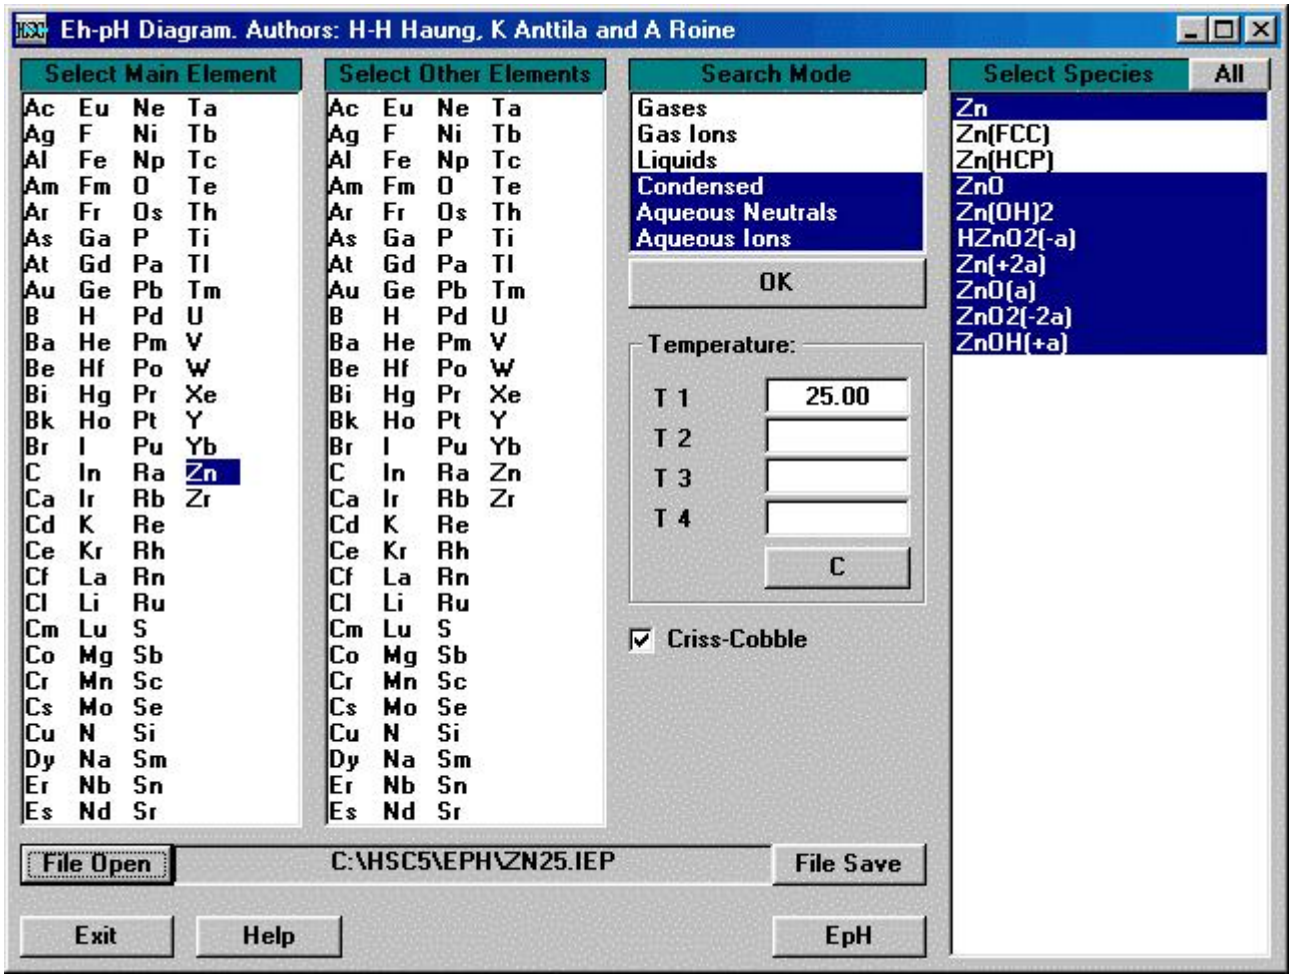
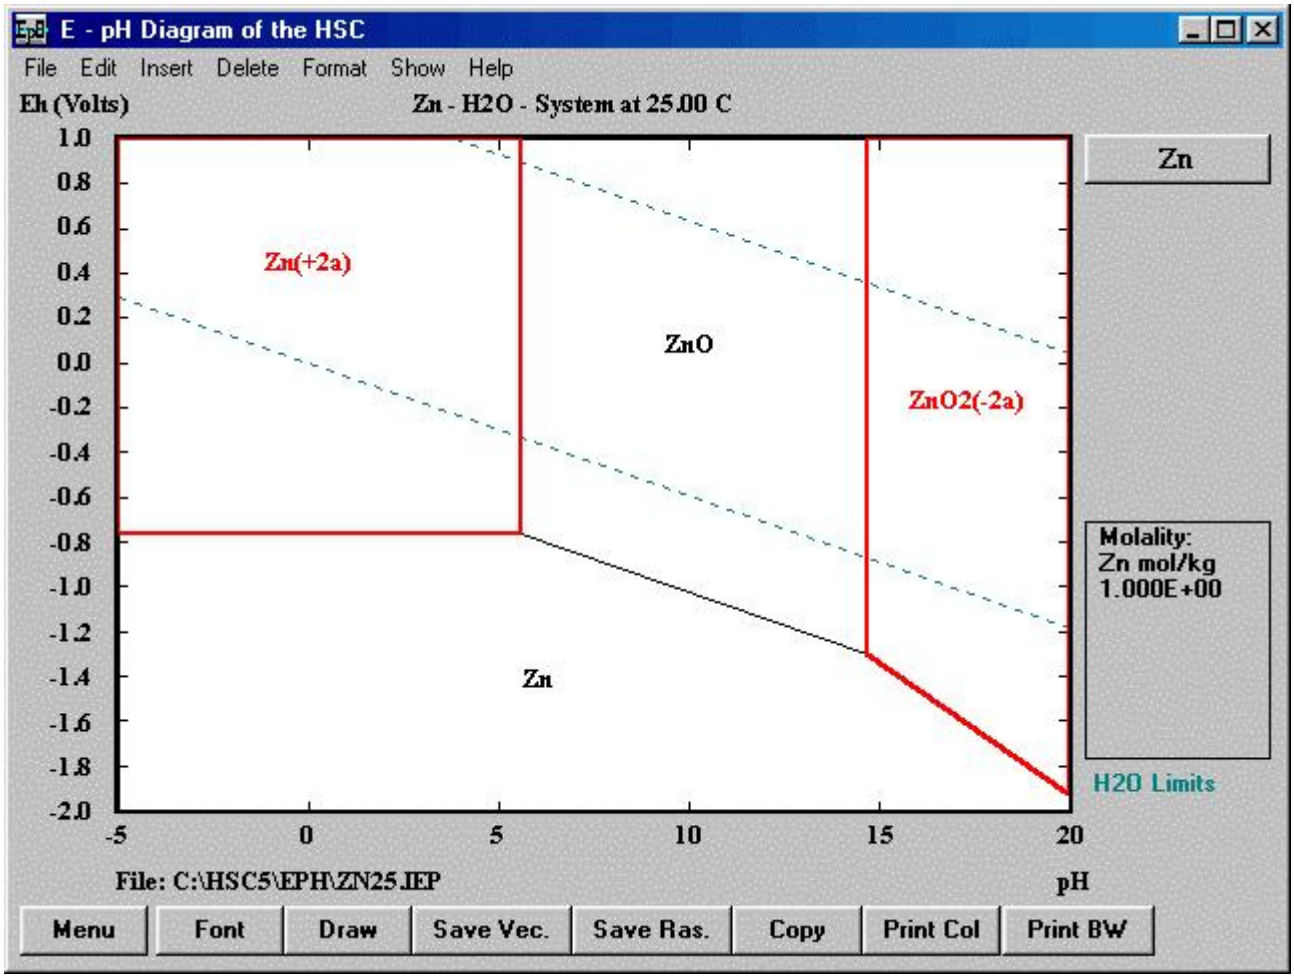

Fig. 6. n-H_2O-system specifications.
Fig. 7. n-H_2O-system at 25 C. Diagram is based on specifications in Fig. 6.
Roasted zinc calcine is the most common raw material for the hydrometallurgical zinc process. It contains mainly zinc oxide. An example of Eh-pH-diagrams application in zinc oxide leaching is shown in Fig. 7, see Fig. 6 for chemical system specifications. It can be seen from the diagram that acid or caustic conditions are needed to dissolve the nO into solution[19].
In oxidizing conditions a number of different aqueous species may result from the leaching reactions such as (4), (5) and (6), see Fig. 6. In these reactions it is important to note that the consumption of reagents as well as generation of reaction products continuously change the solution conditions. These conditions must be regulated by feeding more acid and or removing reaction products in order to the maintain optimum conditions.
4. The **line width** of curves, species label font and other graphical properties may be changed by either double clicking on the species labels or by selecting the label with the mouse and choosing **Format Label** from the menu. This function is not possible by double clicking on the curve. In the label and curve editing window, shown in Figure 7, the thickness of the curve named Smelting 1200 C is changed. Notice that alternative line styles to solid are available only for line widths smaller than 0.3 mm.
Figure 7 *an in abe and ine s eci ications.*